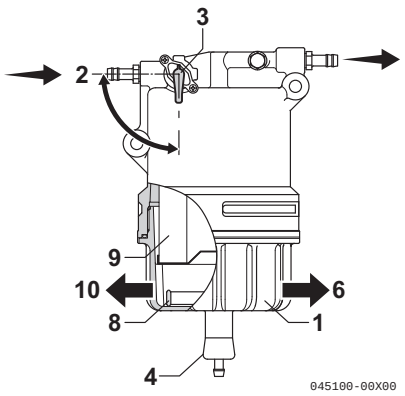

Figure 18
1. Position an approved container under the cup **(Figure 18, (1))** of the water separator to collect the contaminants.
2. Close **(Figure 18, (2))** the fuel valve **(Figure 18, (3))**.
3. Loosen the drain valve **(Figure 18, (4))** and drain the contaminants. *See Drain water separator on page 71.*
4. Turn the cup **(Figure 18, (1))** to the left **(Figure 18, (10))** and remove the cup **(Figure 18, (1))**. If equipped, disconnect the sensor wire from the cup before removing the cup.
6. Remove the float ring **(Figure 18, (8))** from the cup. Pour the contaminants into the container and dispose of it properly.
7. Clean the element **(Figure 18, (9))** and inside cup. Replace the element if it is damaged.
11. Install the cup to the body by tightening the cup to the right **(Figure 18, (6))** to 18 - 22 N·m (1.8 - 2.2 kfg·m).
13. Open the fuel valve **(Figure 18, (3))**.